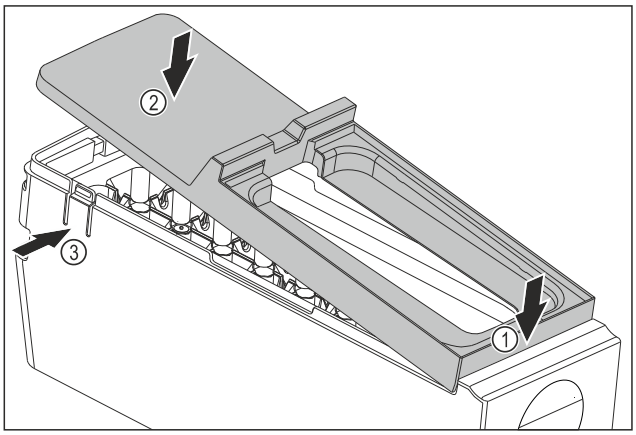

Fig. 185
▶ Monter le couvercle du corps de l'EasyTwist-Ice : Placer le couvercle à l'avant. *Fig. 185 (1)*
▶ Abaisser le couvercle à l'arrière. *Fig. 185 (2)*
▷ L'enclenchement du couvercle dans les deux languettes *Fig. 185 (3)* se fait entendre.